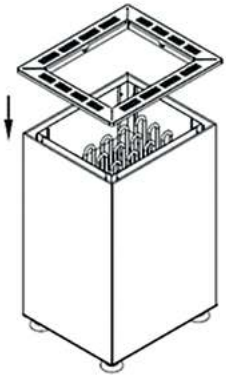

Рис. 6
5. Установите верхнюю раму на верхнюю часть корпуса прибора (Рис. 6).